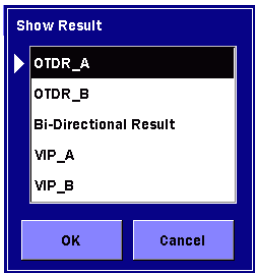

Figure 7.3.9-3 Show Result Dialog Box
1. Touch **Start Test** softkey or press [Start] , and you will see the Test/Results screen shown in Figure 7.3.9-1 "Test/Result Screen".